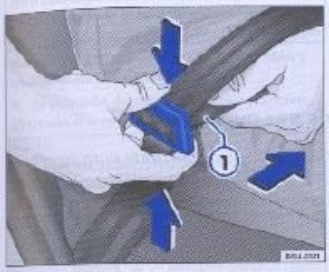
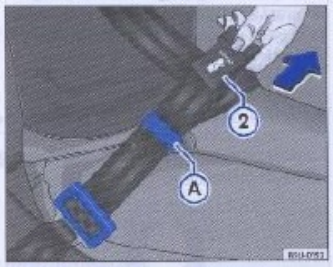

Fig. 13 Hebilla del cinturón: presionar para liberar el seguro
Fig. 14 Ajuste de las bandas del cinturón
– Mantenga presionada la hebilla como se ilustra ⇒ fig. 13 para desbloquear el seguro y poder ajustar el largo del cinturón.
– Extienda totalmente el cinturón, tirando de la banda inferior ⇒ fig. 13 ① en la dirección de la flecha. Asegúrese que la etiqueta cosida en el extremo del cinturón ② quede viendo hacia arriba como se indica ⇒ fig. 14.
– Para ajustar el largo del cinturón, tire de la parte superior (tramo del cinturón en el que se encuentra la etiqueta) ⇒ fig. 14 ② en la dirección de la flecha, manteniendo una distancia del pasador Ⓐ a la hebilla conforme ⇒ fig. 14 para facilitar el deslizamiento de la banda del cinturón. Se recomienda una holgura hasta 5 cm en la área del tórax, para efecto de confort.
– Coloque el pasador ⇒ fig. 14 Ⓐ lo más cerca posible de la etiqueta en la extremidad del cinturón ⇒ fig. 14 ②.